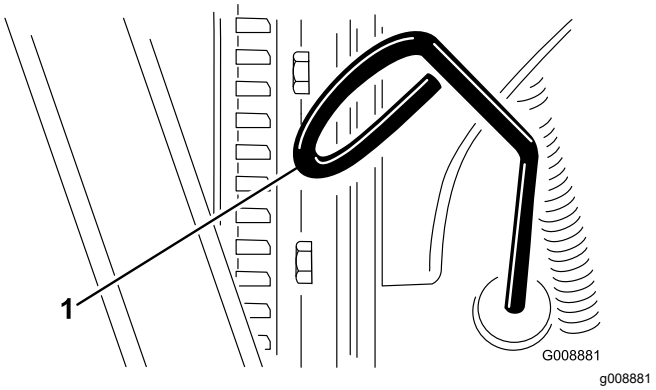

Figuur 61
3. Verwijder de peilstok (Figuur 61) en veeg deze af met een schone doek.